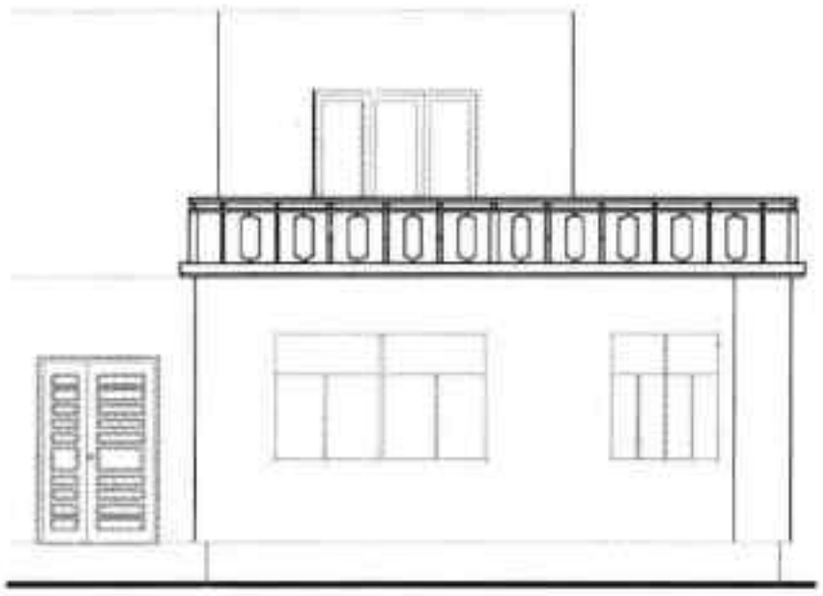

图18-106 插入阳台图块
Step37 设置好阳台参数，在立面图中，指定好阳台图块插入位置即可，结果如图 18-106 所示。